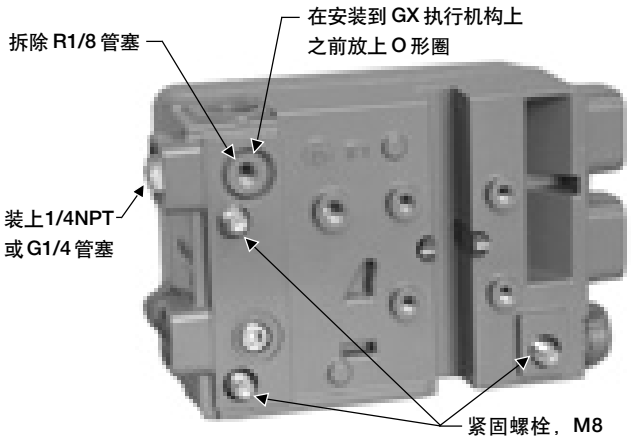

*图 2-10. 针对气开式结构的费希尔 GX 执行机构的修改*
6. 取走DVC2000壳体背面的顶部塞子（R1/8）。将该气路出口与GX执行机构内部气路入口相连接。见图2-10。
**• 如要转换到故障关闭模式，需拆除 DVC2000 壳体背部的 R1/8 气孔管塞，装上一个 O 形圈。并将外部气路出口用一个 1/4NPT 或 G1/4 管塞堵上。见图 2-10。**